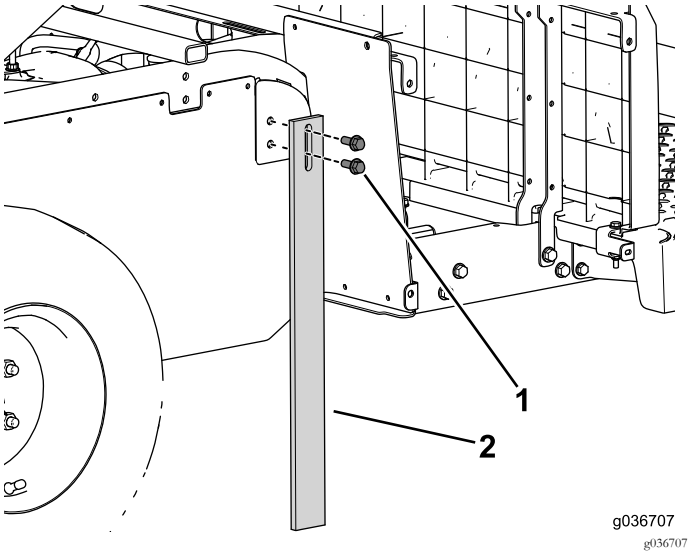

Figuur 14
3. Gebruik de 4 flensbouten om de poten aan weerszijden van de machine te monteren (Figuur 14).